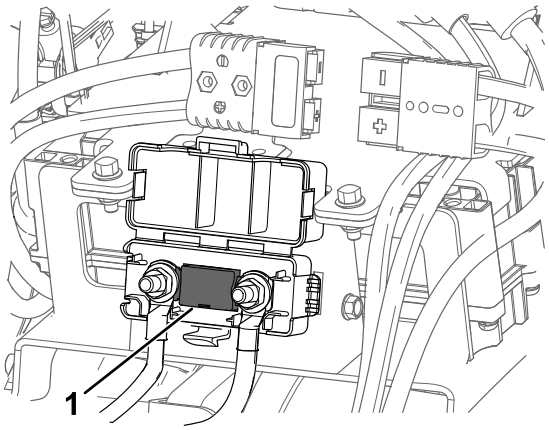

Figuur 33
6. Zoek de zekering en vervang deze (Figuur 33).